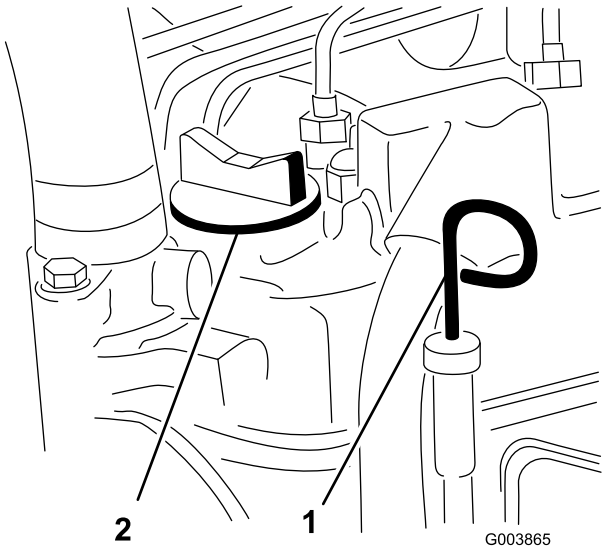
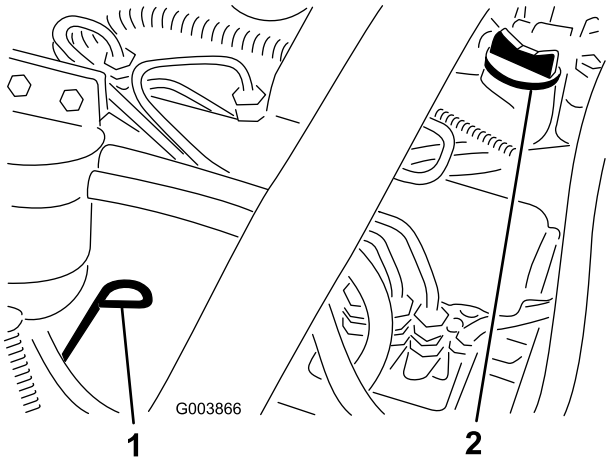

Figur 23
Figur 24
3. Fjern målepinden, tør den af, og sæt den tilbage igen (Reelmaster 5200 – Figur 23, Reelmaster 5400 – Figur 24).